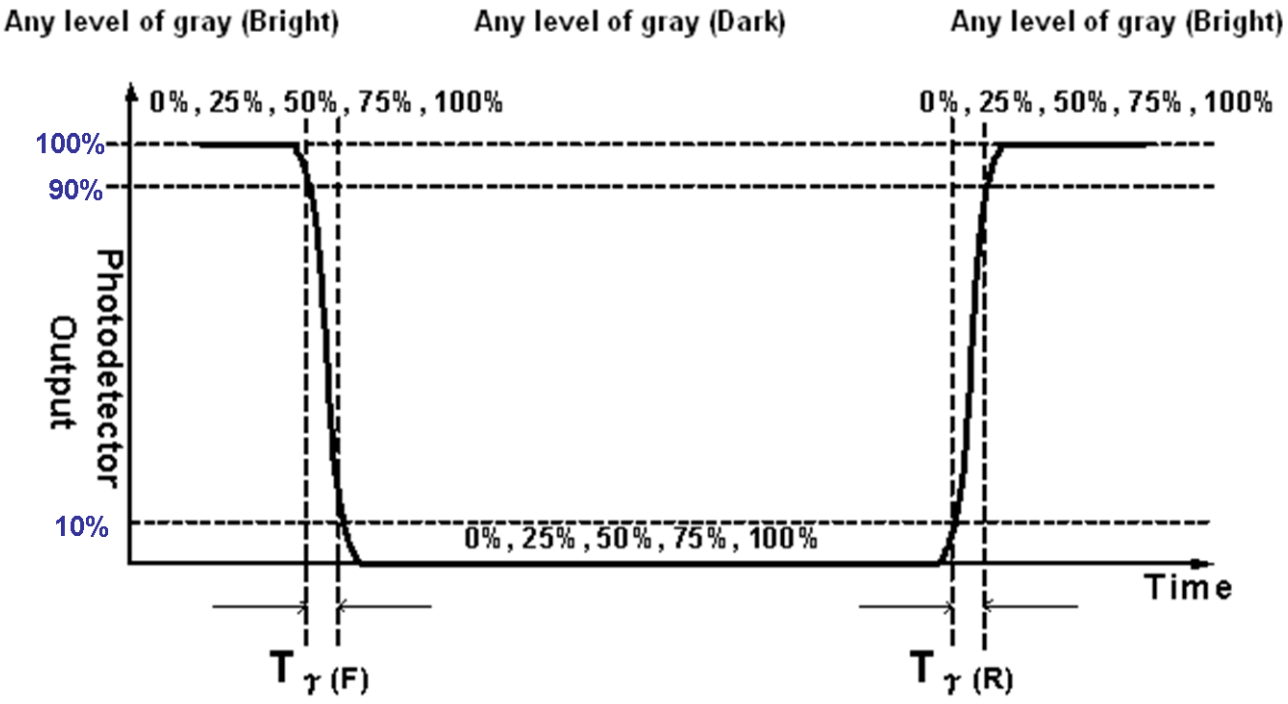

Fig. 2 Luminance
2. Surface luminance is luminance value at point 5 across the LCD surface 50cm from the surface with all pixels displaying white. From more information see **Fig. 2**. LED current I_F = typical value (without driver board), LED input VDDB =24V, I_{DDB}. = Typical value (with driver board), L_{WH}=Lon5 where Lon5 is the luminance with all pixels displaying white at center 5 location.